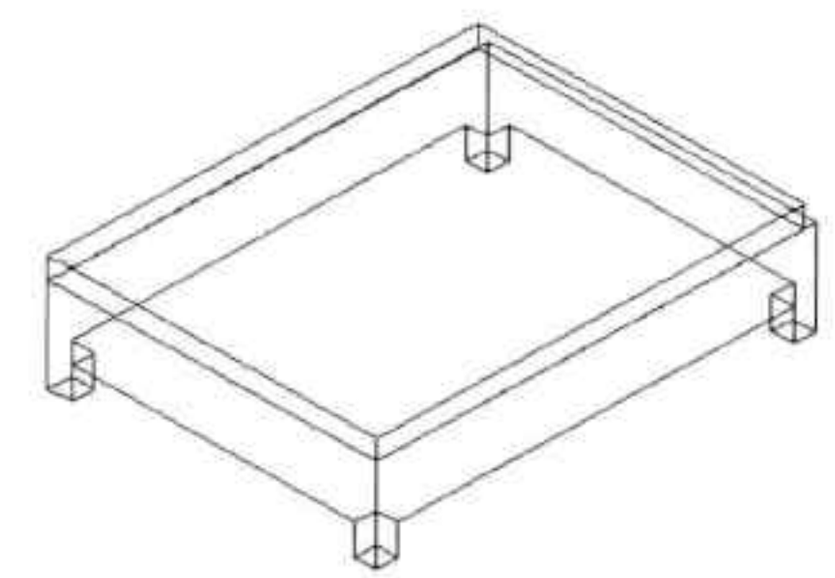

图14-61 绘制床垫模型
Step08 执行“长方体”命令，绘制长 1950mm、宽 1500mm、高 100mm 的长方体，作为床垫，放置在图形合适位置，如图 14-61 所示。